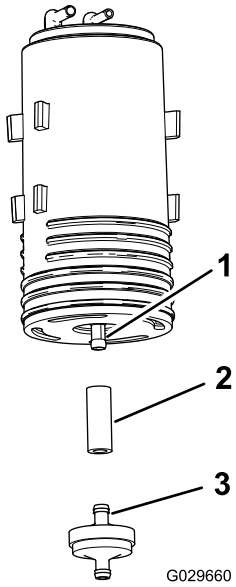

Figura 55
4. Rimuovete il filtro del canister a carboni attivi e la sezione corta del flessibile dal raccordo inferiore del canister a carboni attivi (Figura 55).
5. Montate il flessibile sul raccordo inferiore del nuovo canister a carboni attivi (Figura 55).
6. Inserite il raccordo del nuovo filtro del canister a carboni attivi nel flessibile (Figura 55).